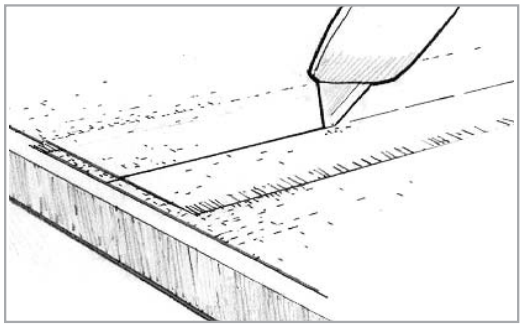

Figure 8-20 *Trim overlapping fabric using a metal straightedge and a sharp utility knife, for a flush butt joint.*
a) Place a metal straightedge on top of and midway between the two overlapped edges. **b)** Cut through both layers of cloth with a sharp utility knife *(Figure 8-20)*.